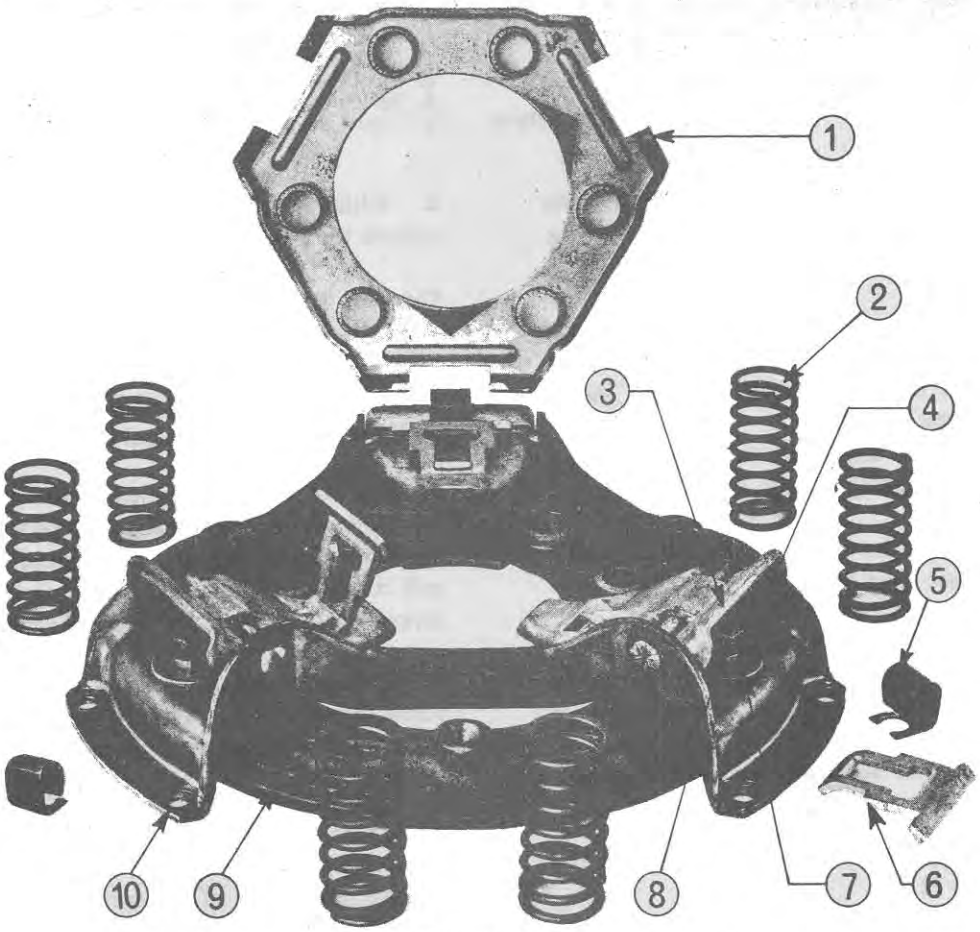

Figure 24
2. Remove the "C" shaped retaining clips, Figure 24, from the release levers using a screwdriver to press down the lower slotted end of each clip and thin nose pliers to pull it free from its location under the head of the release lever adjusting screw. Discard and renew on assembly.
3. Slacken the adjusting screw locknuts, Figure 24, and screw the adjusting screws into the pressure plate to allow the release levers greater movement.
7. Remove the spring retainer, Figure 24, the coil springs and the angle links.
8. Remove the adjusting screws, locknuts and washers, Figure 24, then separate the cover and release lever assembly from the pressure plate by removing the cover to tool base plate retaining bolts.